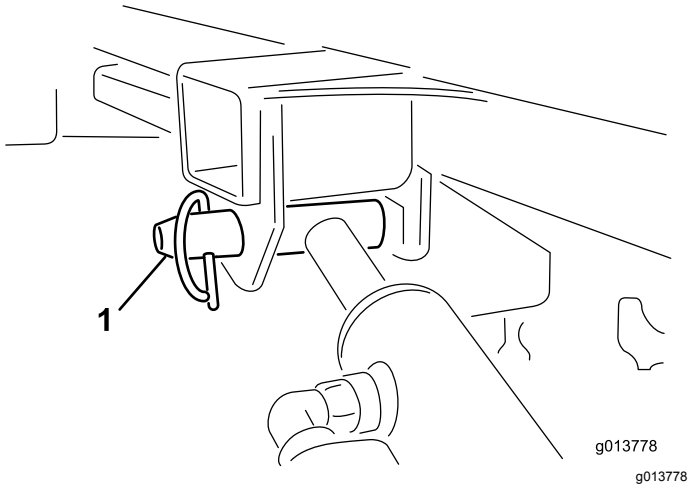

Figur 51
11. Hold løftecylinderen med én hånd. Fjern løftecylinderens låsepind (Figur 51) med den anden hånd.